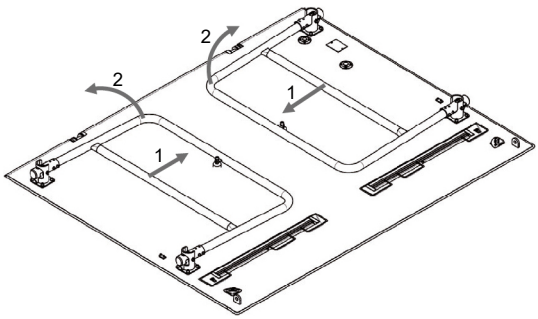

Abbildung 19: A-Geländer aufstellen
► Ziehen Sie das jeweilige Geländer kurz zur Mitte der Plattform (**1**, siehe Abbildung 19).